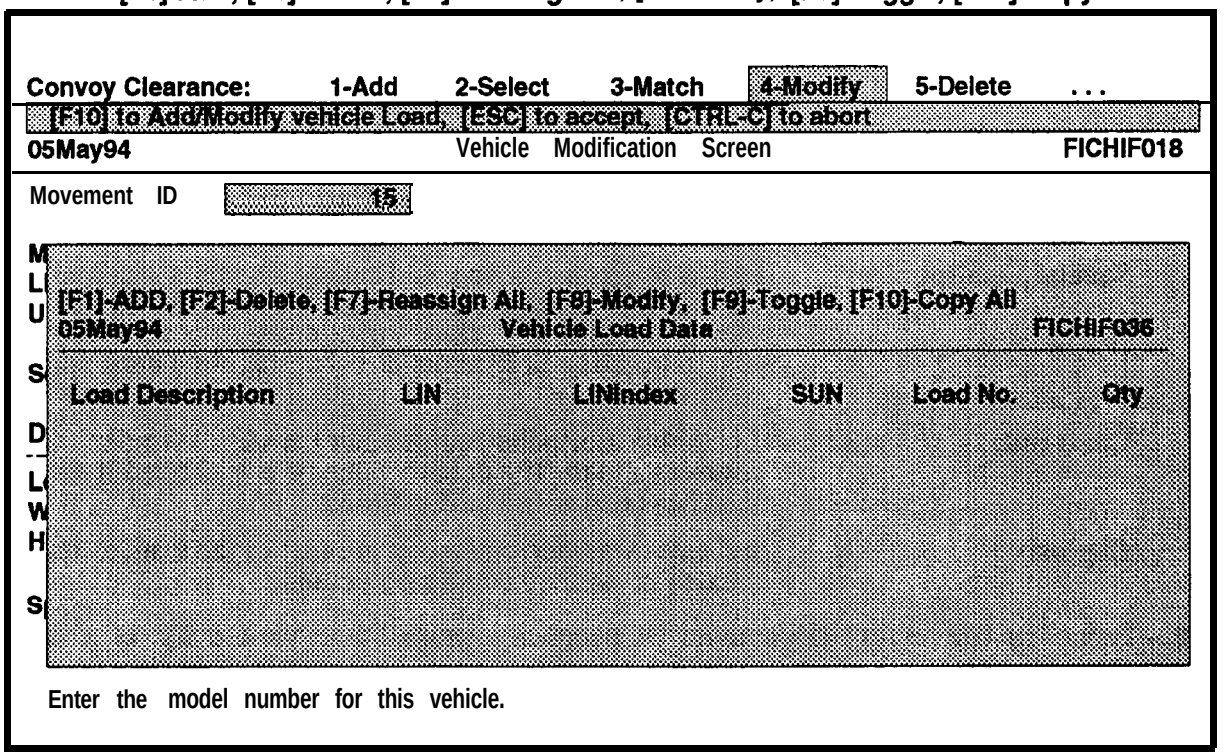

Figure 7-15. Vehicle Load Data Window
b. At the Vehicle Modification screen, press **F10** to add or modify a load for a vehicle. You will see the Vehicle Load Data window as shown in Figure 7-15. The following prompt will be displayed at the top of the screen: